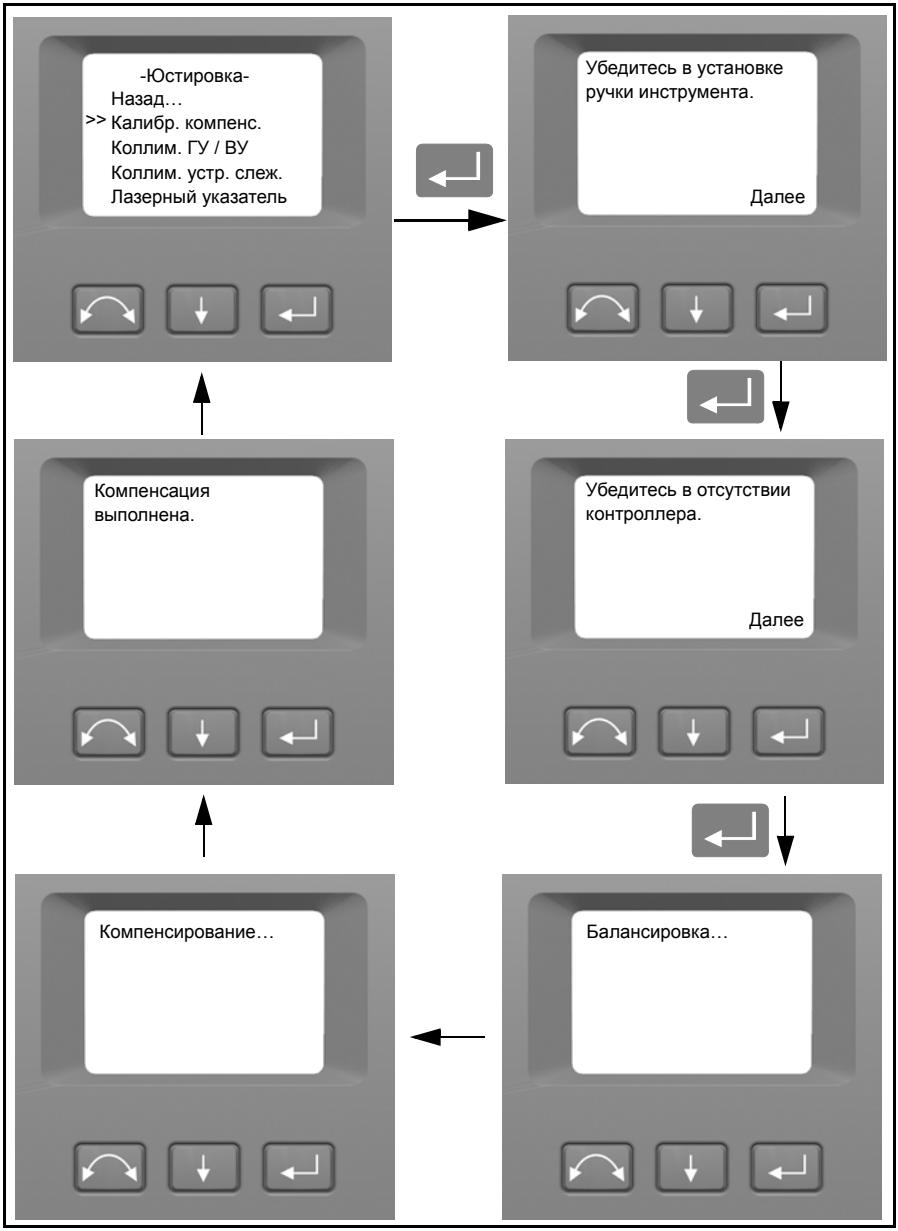

Рис. 4.30. Процедура калибровки компенсатора
3. Следуйте указаниям на дисплее. Рис. 4.30.